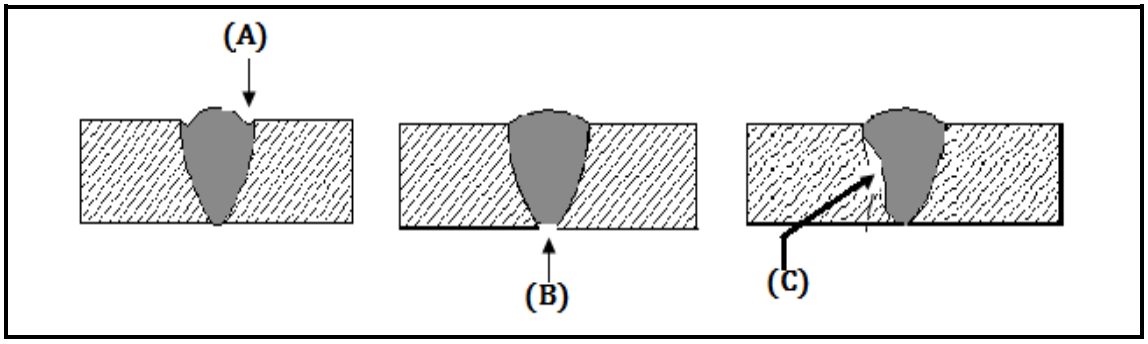

FIGURE 2
3.4 FIGURE 2 below shows different welding defects. Identify each defect and give the corrective action that must be taken to remedy the defect. Write your answer next to the letter (A–C) in the ANSWER BOOK.